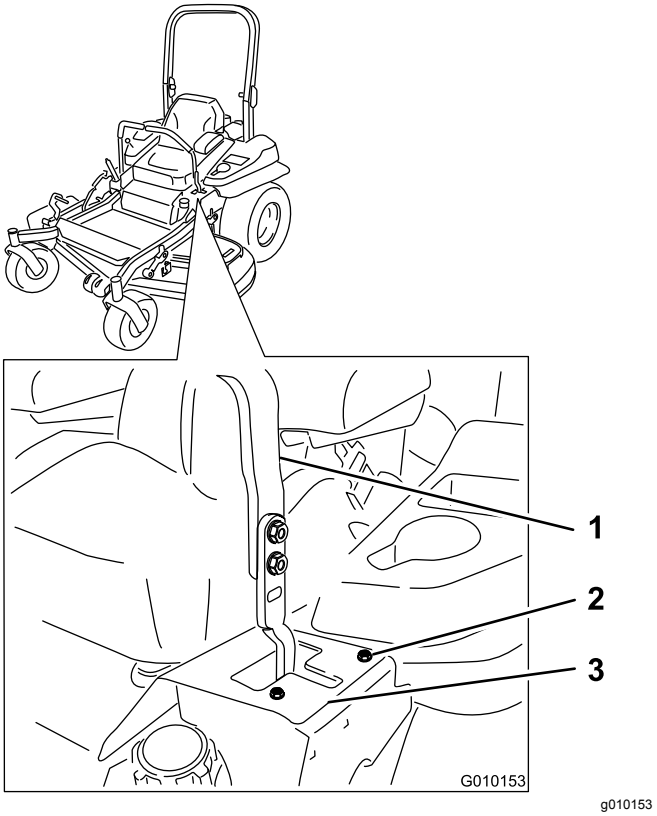

Figuur 72
- Als de machine een afwijking naar rechts heeft, draai dan de bouten los en breng de linker aanslagplaat naar achteren op de linker T-sleuf tot de machine recht rijdt (Figuur 72).
- Als de machine een afwijking naar links heeft, draai dan de bouten los en breng de rechter aanslagplaat naar achteren op de rechter T-sleuf tot de machine recht rijdt (Figuur 72).
8. Zet de aanslagplaat vast (Figuur 72).